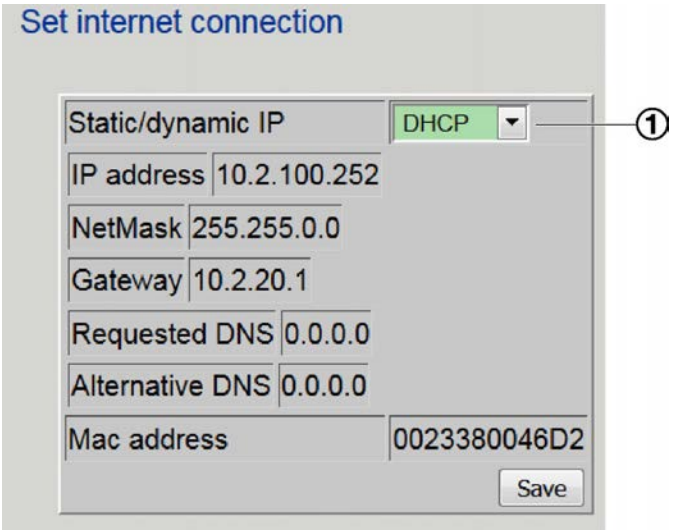

Fig. 28: Réglage d'une adresse IP dynamique
2. ▸ Sélectionner *« DHCP »* dans la liste déroulante (Voir la Fig. 28/1).